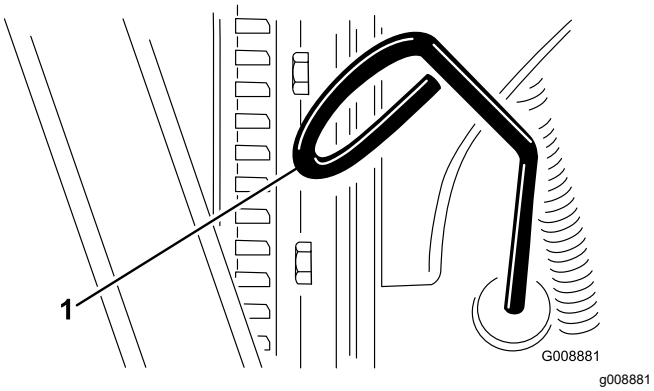

Figuur 52
2. Verwijder de peilstok (Figuur 52) en veeg deze af met een schone doek.